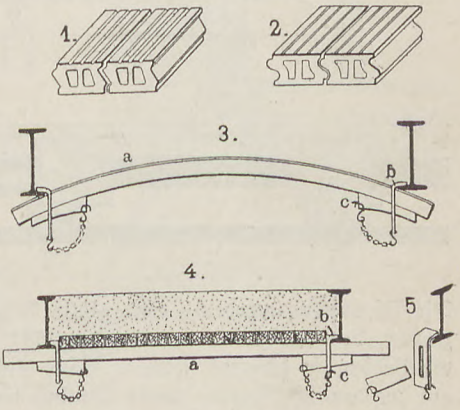

Fig. 111.
14. Körtingsche Massivdecke (von der Firma Rob. Buchmann in Gera). Hierzu dienen besonders gestaltete Formsteine, sog. „Herkules-Formsteine", mit S-förmigen Seitenflächen und hinreichend großen Auflagerflächen oben und unten bei gutem Ineinandergreifen. Da die Decken sich nicht durchbiegen, so bleibt der Deckenputz rissefrei. Eine leichte Einschalung ist erforderlich. Man benutzt gerade oder gebogene Flacheisen von 9 mm Dicke, 40 mm Breite und 1,3 m Länge. Sie werden mit Klammern b, Fig. 111, und Keilen c an den I-Trägern befestigt.